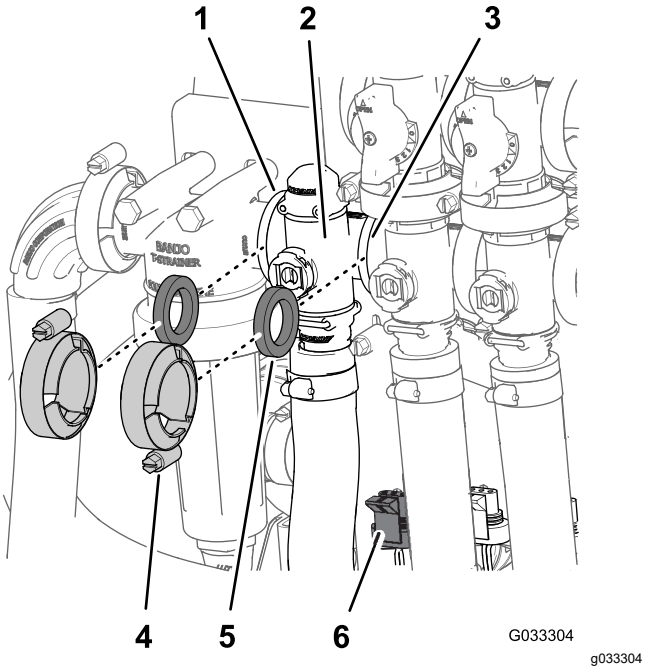

Figuur 67
1. Verwijder de klemmen en pakkingen waarmee de verdelerklep voor de gebruiksdosis is bevestigd (Figuur 67).